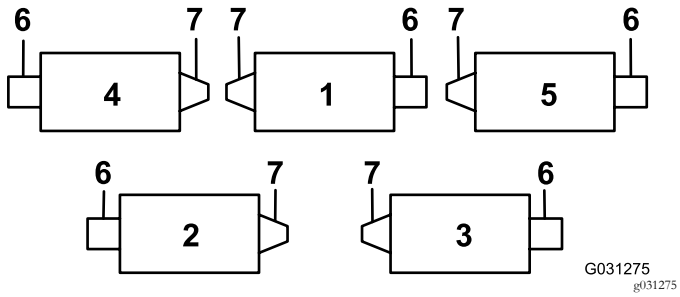
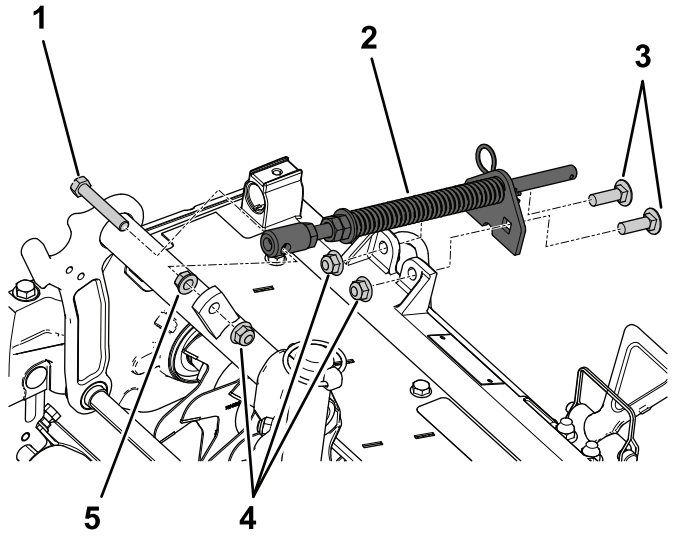

Figure 5
Figure 8
The grease fitting must be installed on the reel motor side of the verticutter. Use the following diagram to determine the position of each reel motor (Figure 5).
3. For verticutter 2 and verticutter 4 locations (Figure 5), move the end weight to the opposite side of the cutting unit.
Install the turf compensation spring assembly on the same side as the reel motor (Figure 5 and Figure 8).